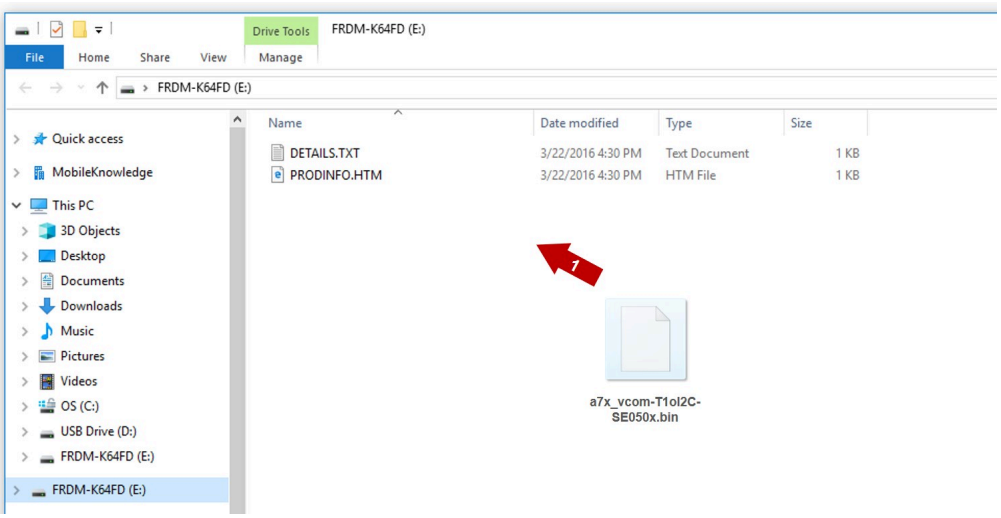

Figure 58. Drag and drop VCOM binary
4. Drag and drop or copy and paste the `a7x_vcom-T1oI2C-frdmk64f-SE050x.bin` file into the FRDM-K64F drive from your computer file explorer as shown in Figure 58: